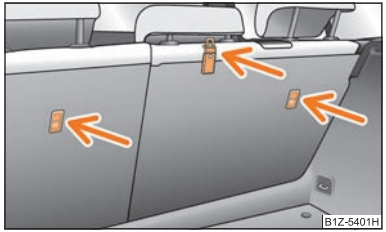

Fig. 110 Siège AR: Top Tether
Dans certains pays, les dispositions légales exigent que les sièges arrière soient équipés d'oeillets de fixation pour le système « Top Tether » pour les sièges d'enfants ⇒ fig. 110.
- **Ne fixez les sièges pour enfants avec le système « Top Tether » qu'aux endroits prévus à cet effet ⇒ fig. 110.**